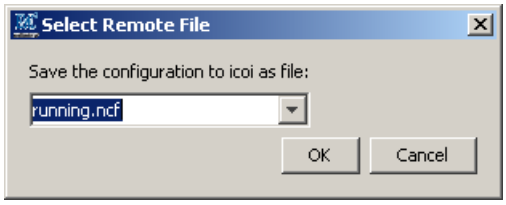

Figure 48 Select Remote File
3. The **Select Remote File** dialog box appears as shown in Figure 48 on page 81. This is the name of the *.ncf file that you are storing on the remote server. The *.ncf file is always stored to the *BASEDIR*/smarts/local/conf/‹*config*› directory on the remote server. Select the *.ncf file you want to push to the remote server and click **OK**.